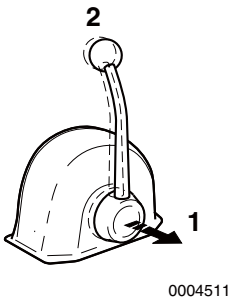

Figur 15
Når håndtaget trækkes ud **(Figur 15, (1))**, kan motorhastigheden styres uden brug af maringearet. Maringearet forbliver i FRIGEAR, positionen for ingen last . Drej knappen **(Figur 15, (2))** mod uret for at flytte håndtaget eller med uret for at låse det.